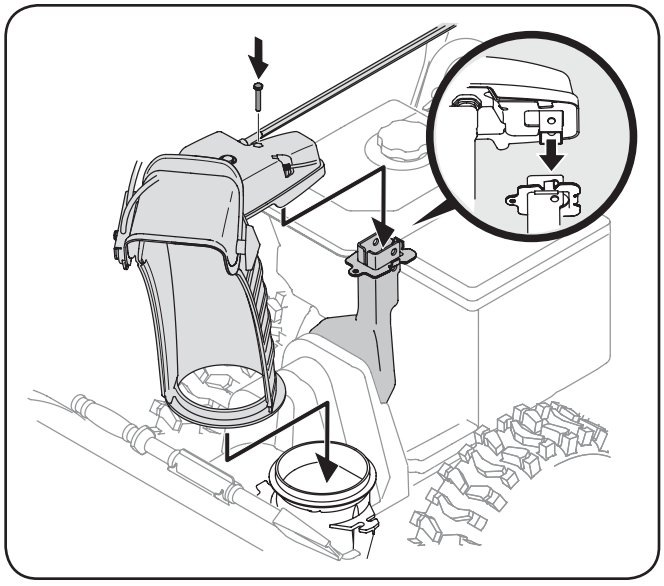

Fig. 3-5
3. Placez la goulotte sur sa base avec la tige de commande de la goulotte placée sous le panneau de bord. Réinstallez le boulon hex. enlevé précédemment mais *ne le fixez pas avec l'ecrou à oreilles à ce temps*. Voir a Fig. 3-5.